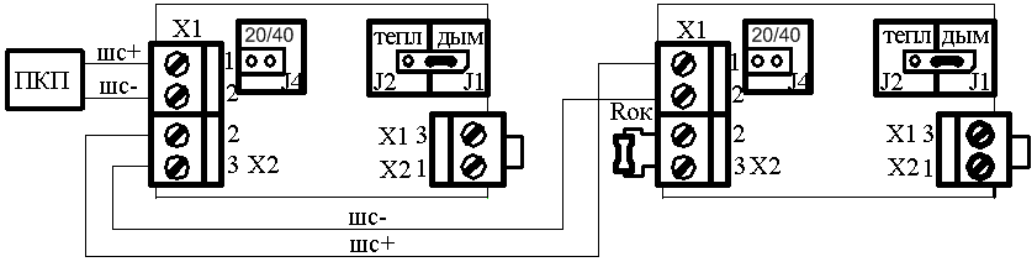

Рисунок 3
2) схема 2 – имитация активного дымового извещателя. Сигнализация осуществляется путём уменьшения внутреннего сопротивления извещателя (рисунок 3);